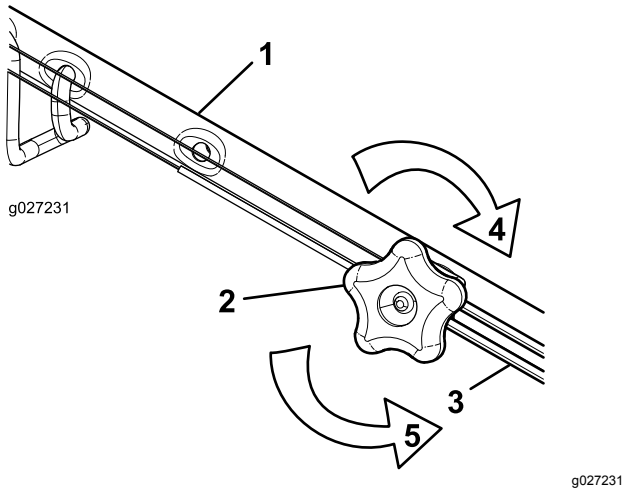

Figuur 37
1. Draai de stelknop linksom om het afstelmechanisme van de kabel los te zetten (Figuur 37).
2. Stel de kabelspanning af (Figuur 37) door de kabel naar achteren of naar voren te bewegen en hem in deze positie te houden.